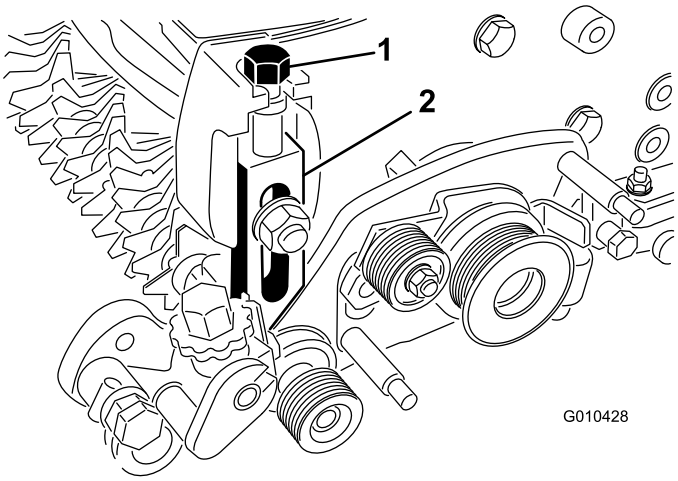

Рисунок 14
6. Заверните винт регулировки высоты скашивания в верхнюю часть узла левого рычага регулятора (Рисунок 14).
7. Установите узел левого рычага регулятора на боковую плиту режущего блока, используя существующие каретный болт, гайку и шайбу (Рисунок 14).
10. Заверните винт регулировки высоты скашивания в верхнюю часть узла правого рычага регулятора (Рисунок 14).
12. Установите узел правого рычага регулятора на боковую плиту режущего блока, используя существующие каретный болт, гайку и шайбу (Рисунок 14).